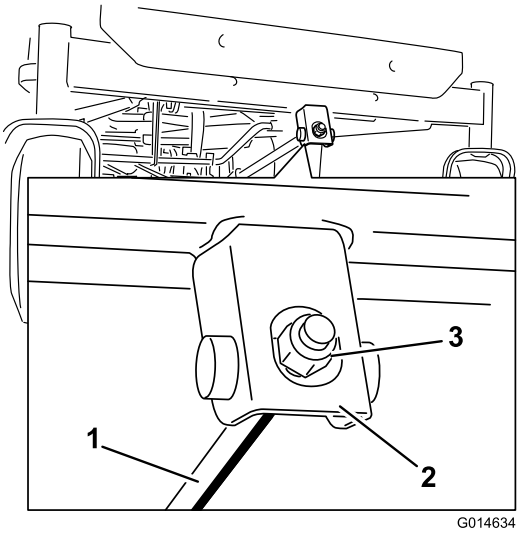

Figur 65
6. Vrid på justeringsmuttern framtill på klipparen för att justera knivens främre-bakre lutning (Figur 65).